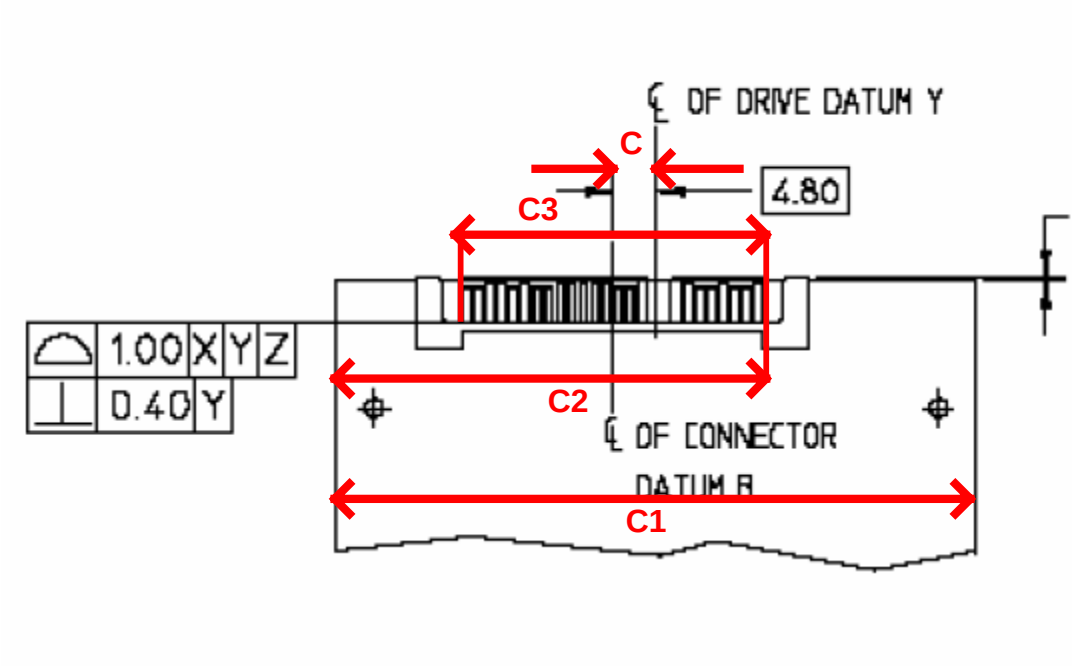

Figure 19
1. Using the outside measurement jaw of the calipers measure the value of *C1* as shown in Figure 19. Record the value of *C1*.
2. Using the outside measurement jaw of the calipers measure the value of *C2* as shown in Figure 19. Record the value of *C2*.
3. Using the outside measurement jaw of the calipers measure the value of *C3*, the width of the device plug connector as shown in Figure 19. Record the value of *C3*.